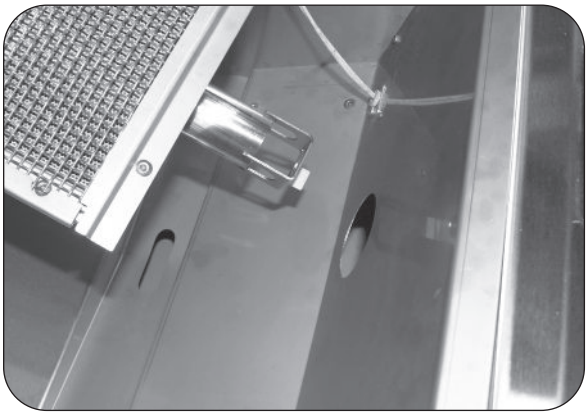
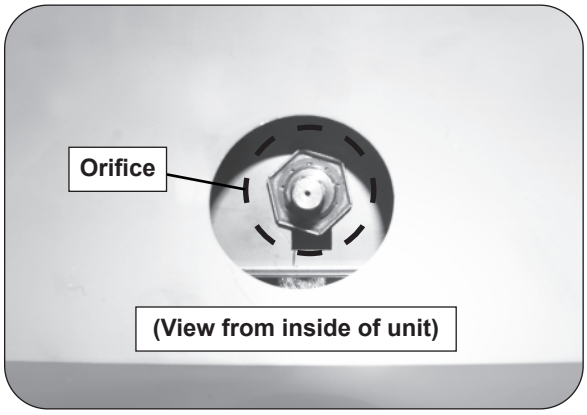

Fig. 35-1 Remove burner
Fig. 35-2 Orifice location
2. Carefully lift the burner upward, allowing the tabs to clear the slots in the rear burner rest. Then, slowly pull the burner tube away from the orifice located inside the circular opening in the front firewall of the unit (see Fig. 35-1 and Fig. 35-2).